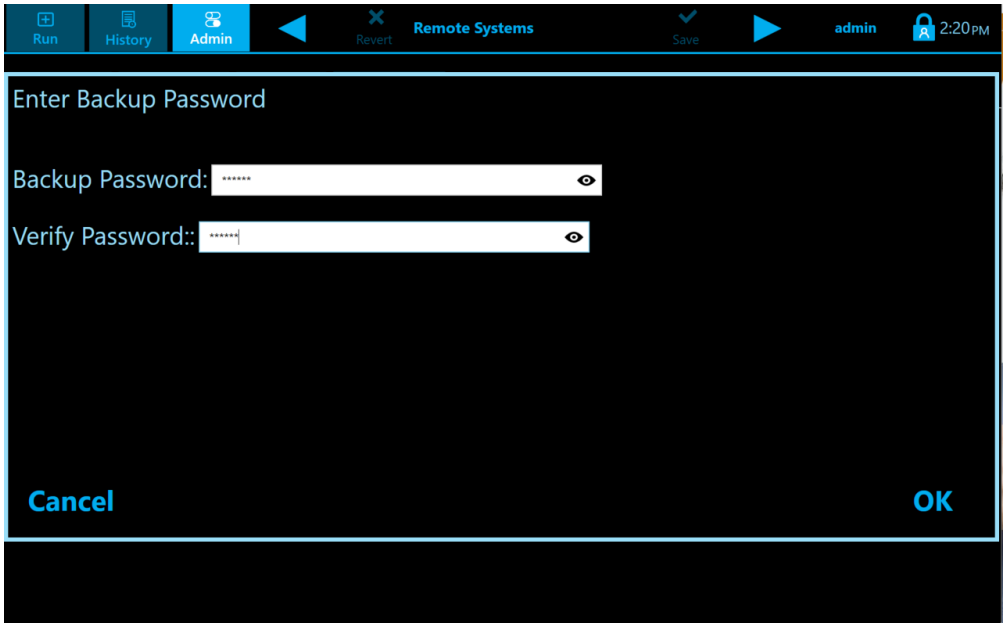

Figure 74. Enter Password for Backup File Screen
2. In the subsequent screen, enter a password for this file and reenter the password to verify (Figure 74).